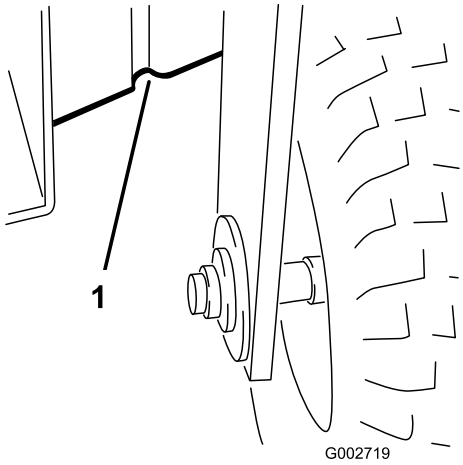

**Figur 20**
- Fram: under ramen bakom framhjulet (Figur 20).